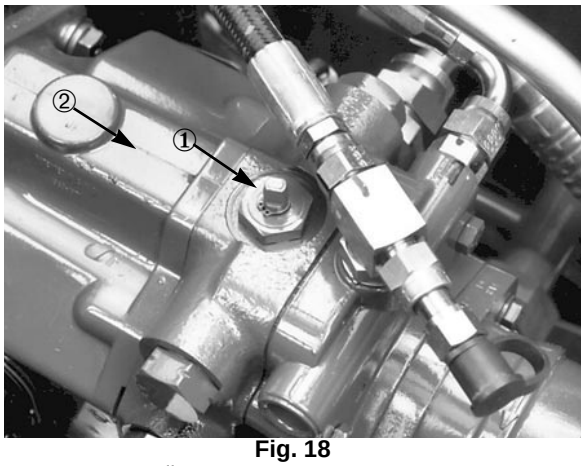

Fig. 18
4. Drej bypass-ventilen 90 grader (Fig. 18). Når der lukkes op for ventilen, åbnes der en intern passage i manøvrepumpen, så hydraulikolien kan løbe udenom. Fordi olien løber udenom, kan traktoren flyttes uden at beskadige hydrauliksystemet.